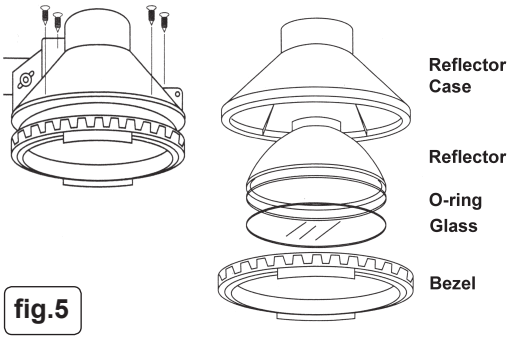

fig.5
4.2. Place lamp face down on a flat surface and remove the four screws (fig.5) from the reflector case.